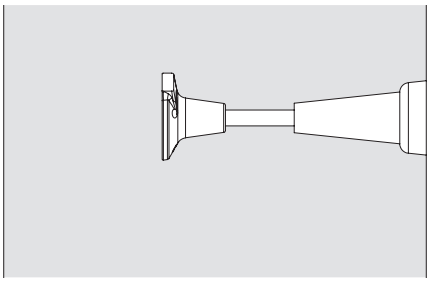

Abb. A2.04a
- Kletterkonus-2 M24/DW 15 (Abb. A2.04a)